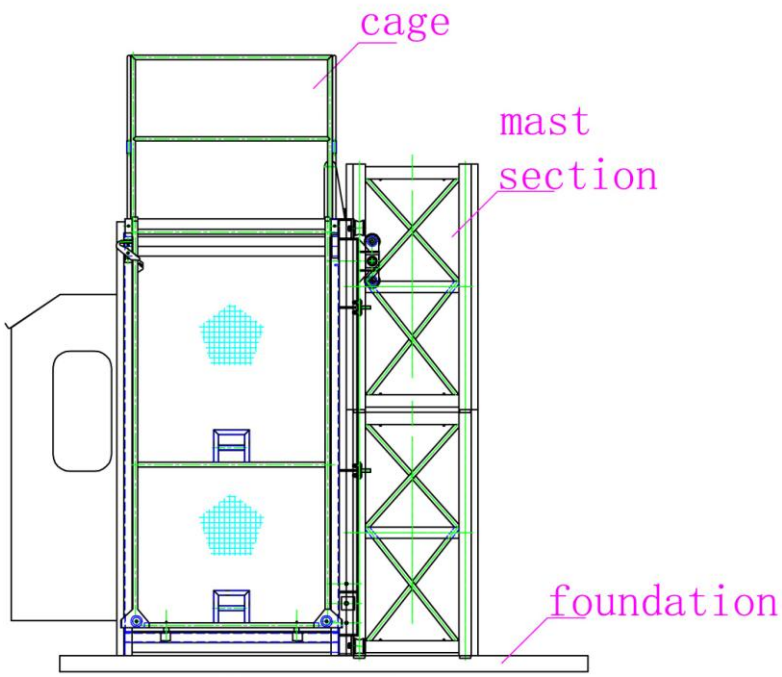

Figure 2
4.4.1 The auxiliary elevatorshould hang the mainly parts (three mast section, main bottom support, cage and so on.)then put them in order. It should put on the foundation but please don't fix the under frame at this moment.(see figure 2)